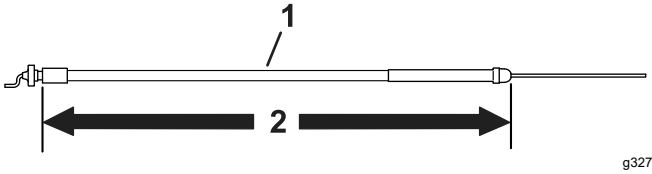

Figur 7
- Bruk gasskabelen som er 158,3 cm lang for alle modeller, men ikke for en trekkenhet av modell 04056. Se Figur 7.